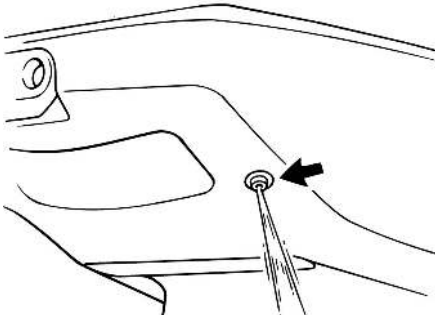

Рис. 34 Выход воды
1. После запуска двигателя проверьте выход воды из системы охлаждения двигателя. Вода должна течь постоянно (Рис. 34).